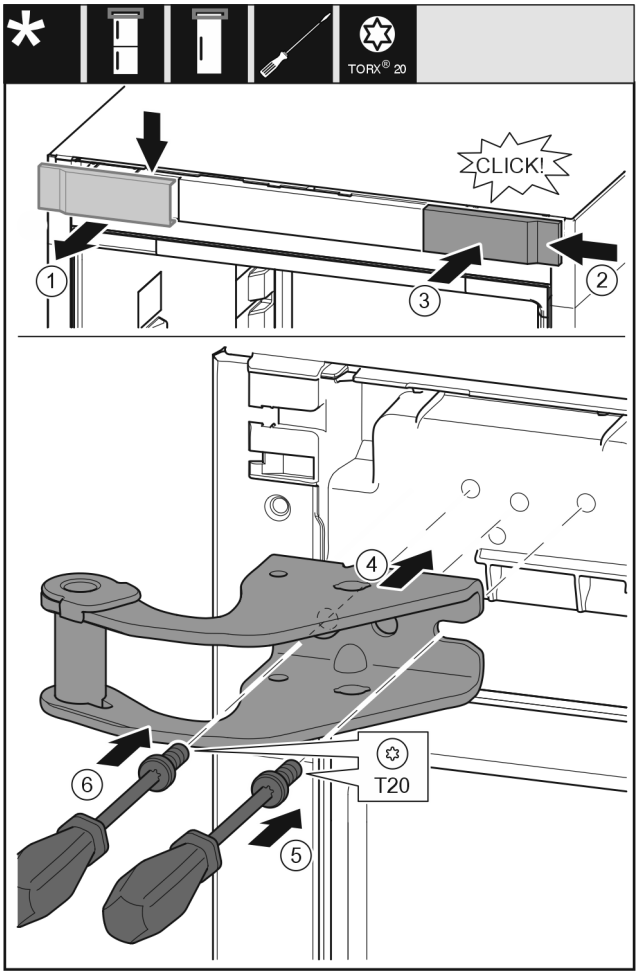

Fig. 12
▶ Abdeckung von oben nach vorne abnehmen. *Fig. 12 (1)*
▶ Abdeckung um 180° gedreht auf der anderen Seite von rechts einhängen. *Fig. 12 (2)*
▶ Abdeckung einrasten. *Fig. 12 (3)*
▶ Oberen Lagerbock ansetzen. *Fig. 12 (4)*
▶ Schraube mit Schraubendreher T20 ansetzen und festdrehen. *Fig. 12 (5)*
▶ Schraube mit Schraubendreher T20 einsetzen und festdrehen. *Fig. 12 (6)*